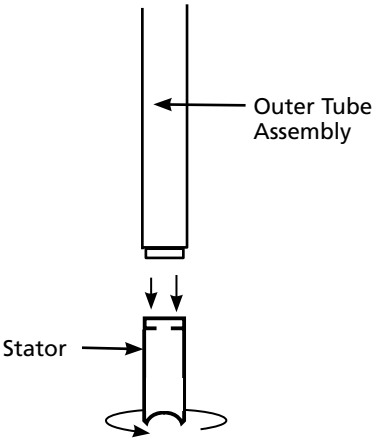

Figure 6
6. Remove the stator from the pump tube body by turning clockwise (see Figure 6, page 15).
7. Thread stator can onto pump body (see Figure 6, page 15).